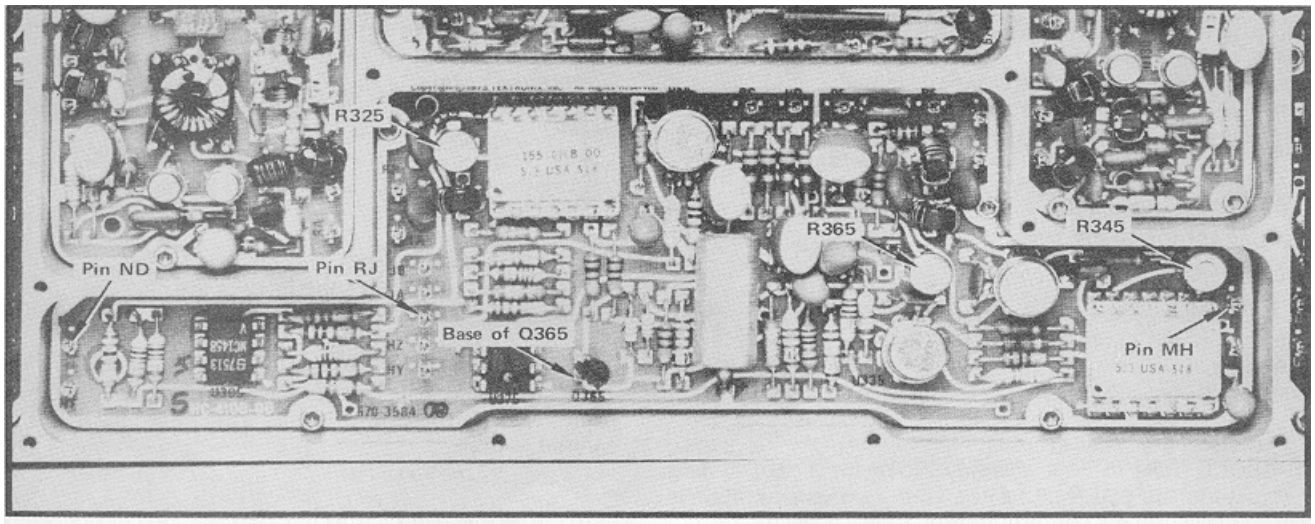
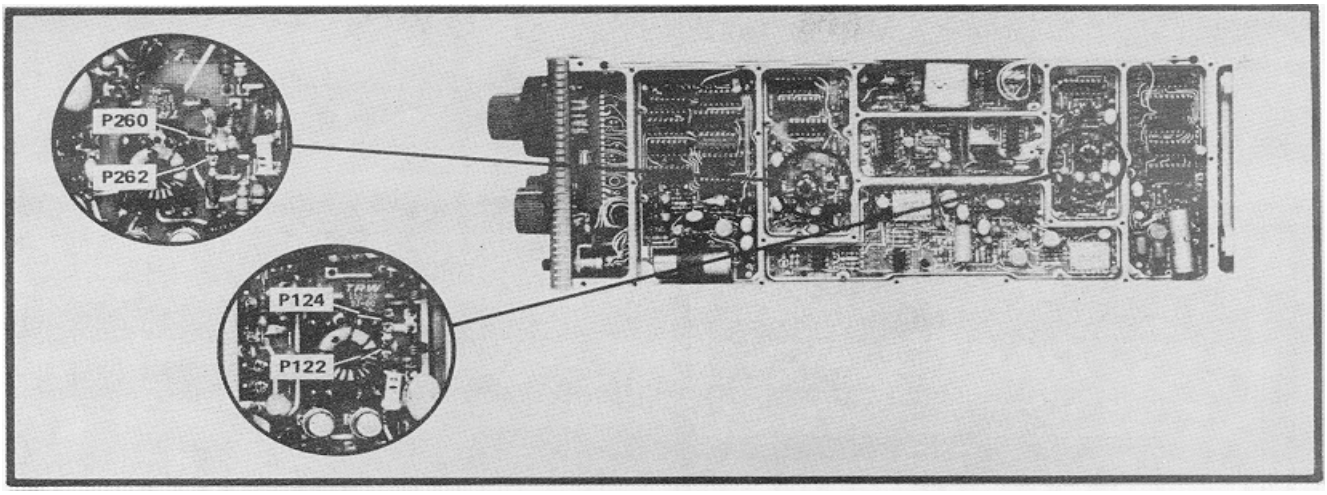

Fig. 4-6. Test point and adjustment locations for the A & B Oscillator Control.
Fig. 4-8. Location of A & B Oscillator frequency determining jumpers.
b. Connect a DVM (digital voltmeter) to the base of Q365 (A and B Oscillator Control 7) and adjust R365 (Fig. 4-6) for a reading of 11.00 volts.
1. Adjust R655 (Fig. 4-8) for 0 V at pin RJ (Fig. 4-6) then add or remove jumpers P122 and/or P124 (Tektronix Part No. 131-1493-00) so the DOT is close to, but not to the right of, center screen (high frequency side).
e. Set the DOT FREQUENCY to 00.00 kHz and connect the DVM to pin MH (A Memory) of the A and B Oscillator Control (Fig. 4-6). Note the voltage.
g. Adjust the A Memory Gain with R345 (Fig. 4-6) until the voltage difference between step e and f is 16.6 to 16.; volts.
h. Set the DOT FREQUENCY to 50.00 kHz then check the voltage at pin ND of the A and B Oscillator Control (Fig. 4-6). If the voltage is more than ±1.5 V, remove or add jumpers P260 and P262 (Fig. 4-8) to decrease the voltage below ±1.5 V.
i. Set the DOT FREQUENCY to 99.75 kHz. Measure the voltage at pin ND of the A and B Oscillator Control assembly (Fig. 4-6). Note this voltage.
k. Adjust the B Gain with R325 (Fig. 4-6) until the voltage difference at pin ND, between the two DOT FREQUENCY settings (steps i and j), is 18.0 volts.